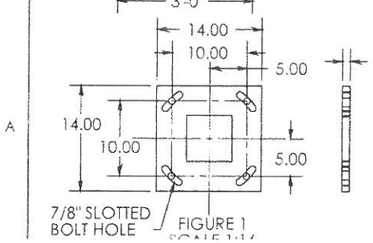

FIGURE 1
3. POUR FOUNDATION (36" DIA. x 81" DEPTH) ANCHOR BOLTS **(PER FIGURE 1)**.
5. PLACE (4) Ø3/4" LEVELING NUTS AND WAS FOUR ANCHOR BOLTS TO PROVIDE A 1.5 THE FOUNDATION AND BASE PLATE OF
6. POSITION THE POLE ONTO THE ANCHOR E PLACE WITH (8) Ø3/4" NUTS AND WASHE